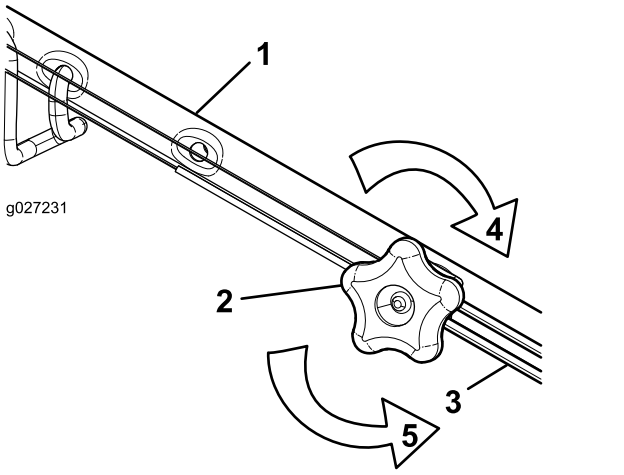

Figur 41
1. Drej justeringsgrebet mod uret for at løsne kabeljusteringen (Figur 41).
2. Juster stramningen på kablet (Figur 41) ved at trække det tilbage eller skubbe det frem og holde den position.